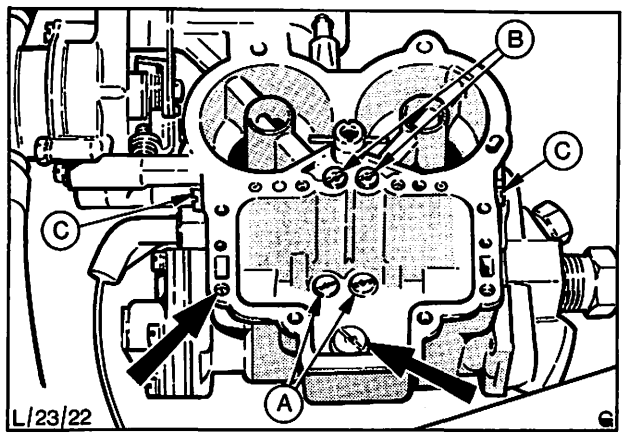

Abb. 51 Düsen und Düsenstopfen, die zur Reinigung entfernt werden müssen
9. Düsen und Düsenstopfen aus dem Vergasergehäuse entfernen. Beim Ausbau der Haupt-, Leerlauf- und Luftkorrekturdüsen (Abb. 51) jeweilige Einbaulage und Größe der Düsen beachten.
11. Düsen und Düsenstopfen einsetzen, Abb. 51.